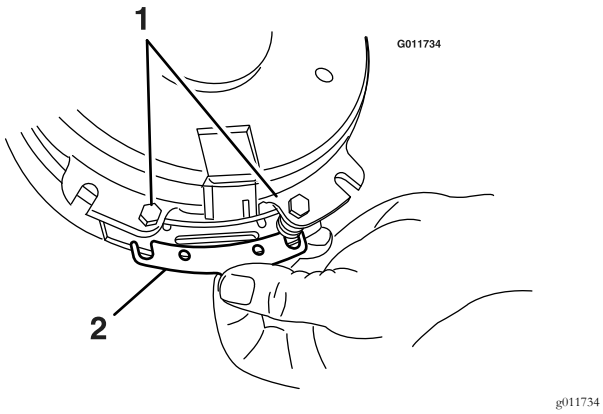

Figure 49
A. Loosen both brake mounting bolts one-half to one full turn (see Figure 49).